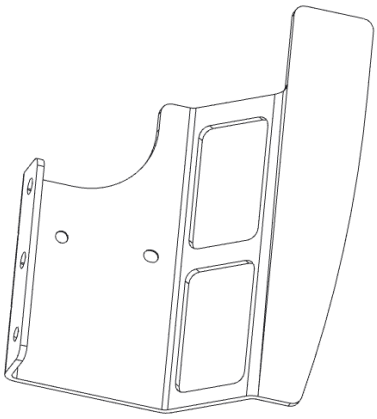

Figure 6. Long Offset Extender
- NVPN: 682-00003-5555-002 –Long offset extender (Figure 6)